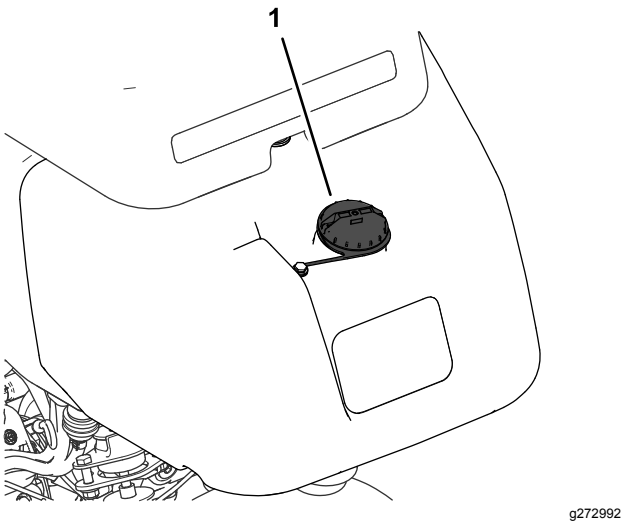

Figura 21
1. Limpe a zona em redor da tampa do depósito de combustível e retire-a (Figura 21).